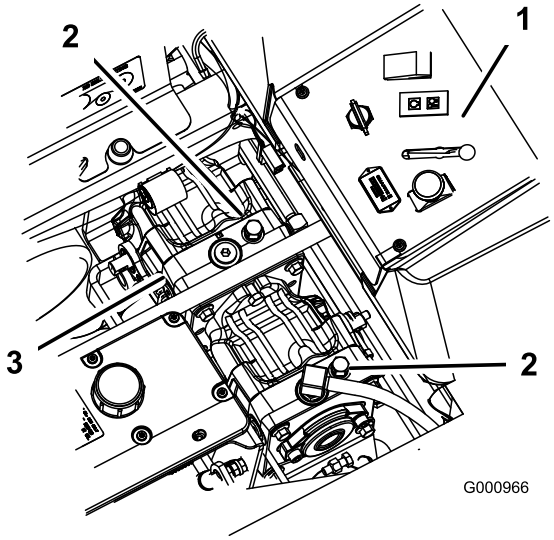

**Figuur 22**
2. Draai de omloopkleppen één slag naar links om de machine te duwen. Hierdoor kan de hydraulische vloeistof langs de pomp worden geleid zodat de wielen kunnen draaien (Figuur 22.
Draai de omloopkleppen een slag naar rechts om de machine in bedrijf te stellen (Figuur 22).